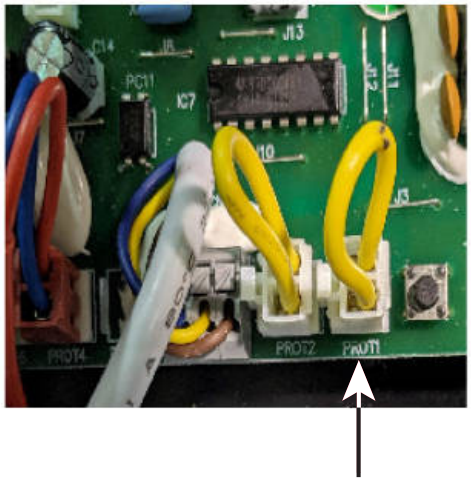

Figure 19. Install Automation Controller Cable
5. To install the automation controller cable, cut and splice the YELLOW jumper wire on Terminal **PROT1** to the automation controller cable. See **Figure 19.**